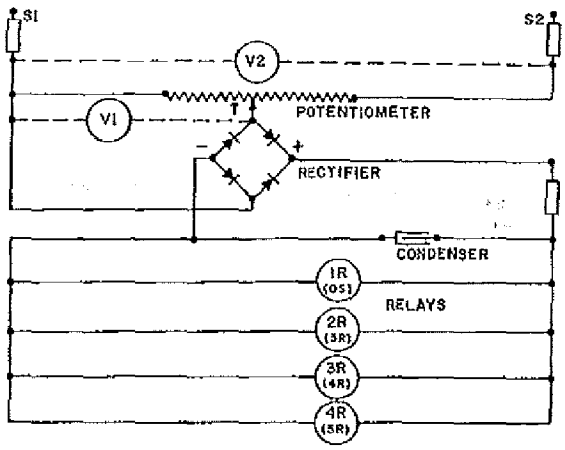

Figure 5-7. Wiring Diagram
1. Remove potentiometer connection (T, Figure 5-7) and connect a source of 60 cycle variable voltage to the AC input terminals of the rectifier. Connect an AC voltmeter (V1) across the AC input terminals. The supply voltage must be variable between 130 volts and zero volts.